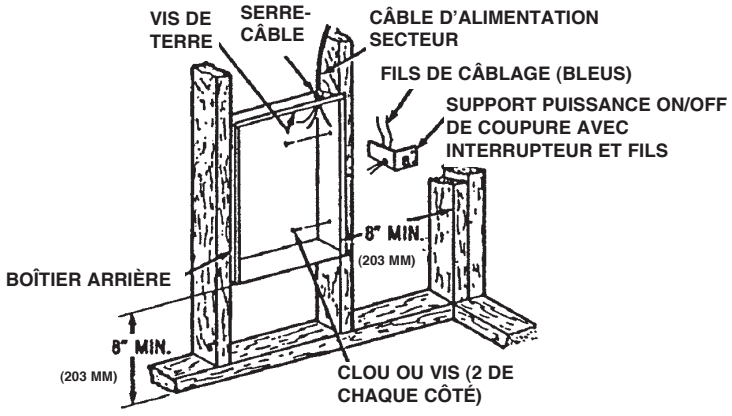

Fig. 1: Positionnement du boîtier arrière dans une construction neuve
1. Montage du boîtier arrière (Voir la Figure 1).
c. Fixez le boîtier arrière en place avec des vis à bois ou des clous comme c'est montré en Figure 1.
2. Câblage de l'alimentation électrique (Voir la Figure 1).